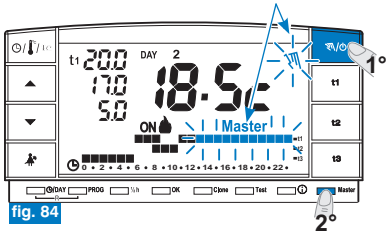

fig. 84
- En el cronotermostato MÁSTER pulsar por un instante el botón /⏻ para el funcionamiento manual temporal; aparezca el símbolo “ ” parpadeante (ver detalles en el apartado **7.1 punto A)** (ejemplo fig. 84).